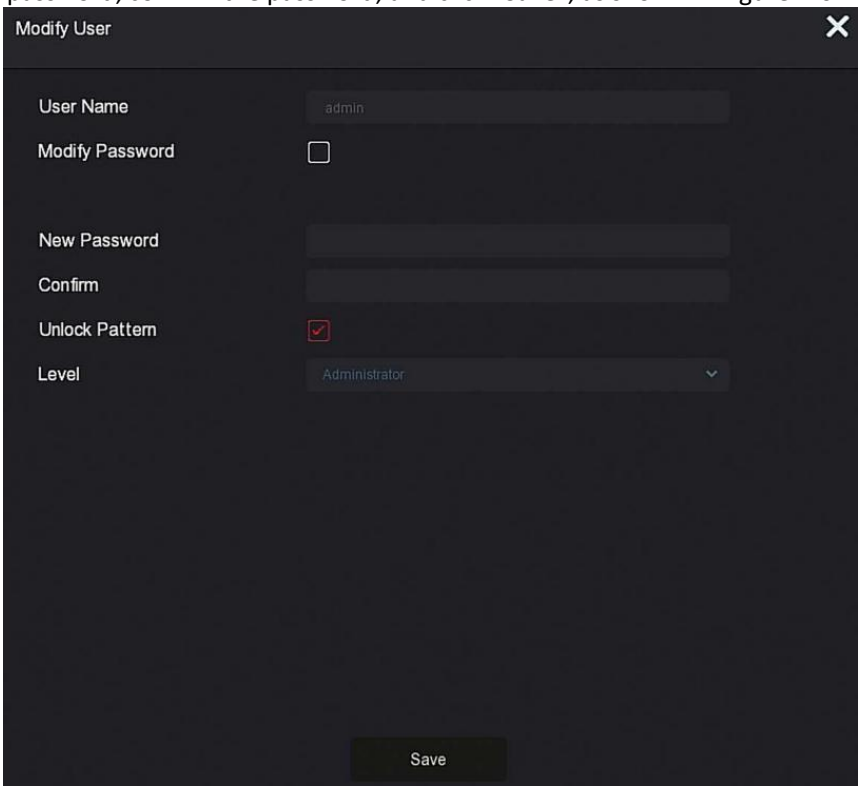

Figure4-6
① Insert the USB disk (the key file exported when the device setting password is stored) on the device, and click "Import" to import the key file into the device.
② In the modification user interface, select "Change Password", enter a new password, confirm the password, and click "Save", as shown in Figure 4-6.